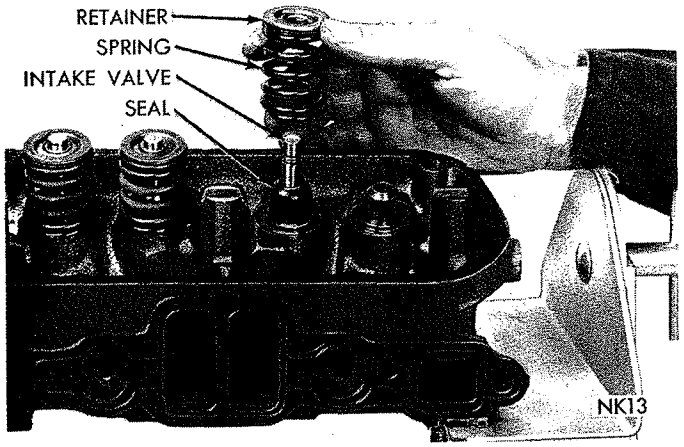

*Fig. 23—Installing Valves, Cup Seals, Spring and Retainer*
(3) Install new cup seals on all valve stems and over valve guides (Fig. 23). Install valve springs and retainers. Install springs so that closed coils are against cylinder head.
(4) Compress valve springs with Tool C-3422A, install locks and release tool. If valves and/or seats are reground, measure the installed height of springs. Make sure measurement is taken from bottom of spring seat in cylinder head to the bottom surface of spring retainer (if spacers are installed, measure from the top of spacer). If height is greater than 1-11/16 inches, install a 1/16 inch spacer in head counterbore to bring spring height back to normal 1⅝ inches to 1-11/16 inches.